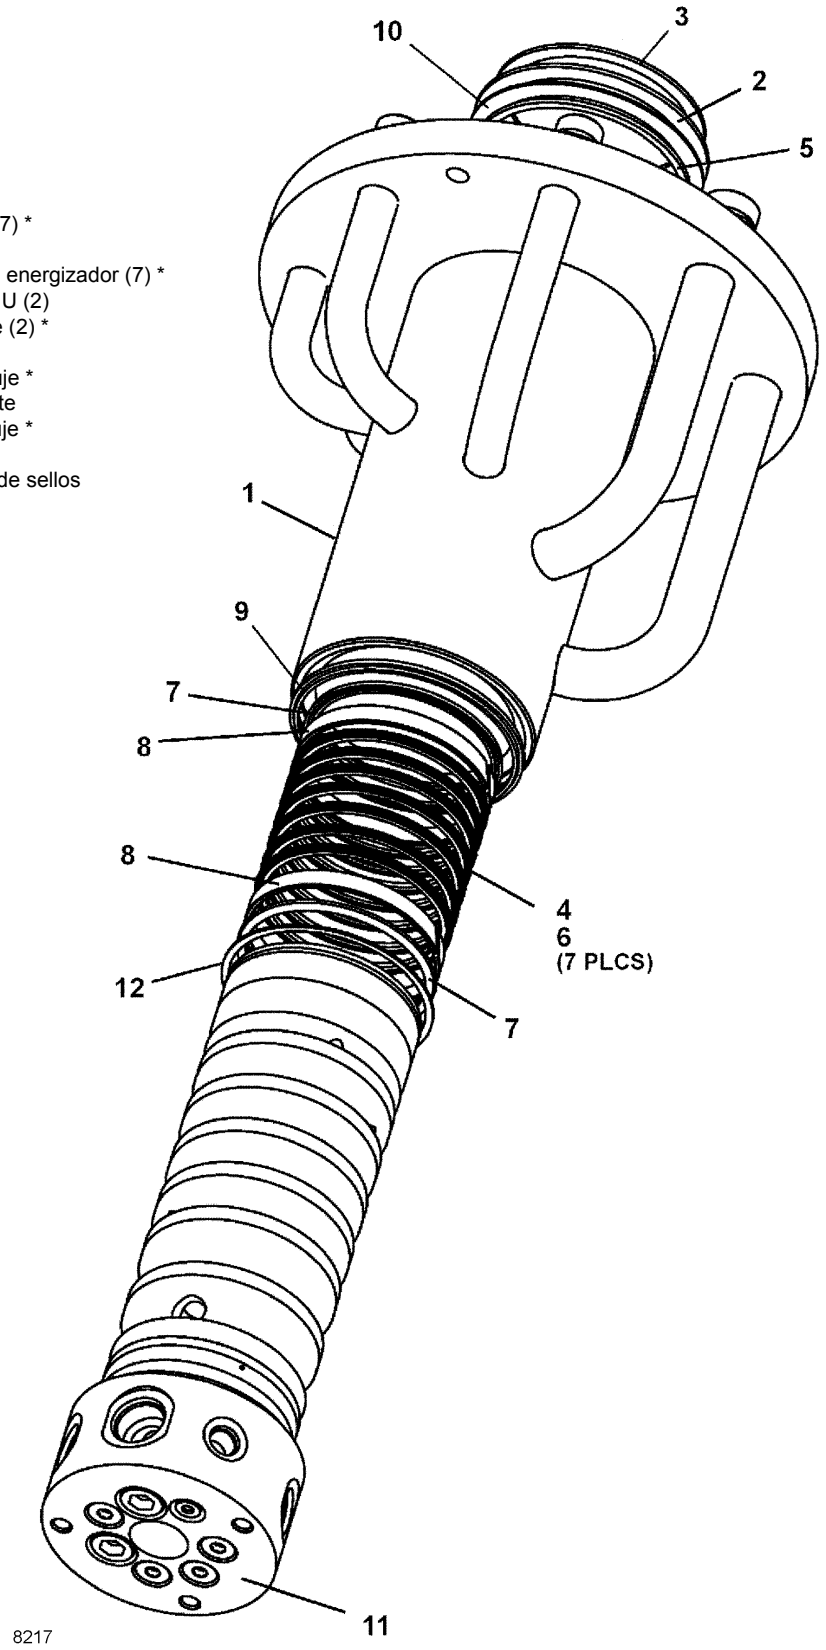

FIGURA 4-24
3. Llene el motor del malacate con fluido hidráulico limpio a través de la lumbrera de vaciado de la caja (Figura 4-24) hasta la parte inferior del tapón de llenado.
1. Retire el anillo retenedor (3) (Figura 4-24) y el anillo de arandela (2). Retire y deseche la arandela de empuje (10) y el anillo frotador (5).
2. Cuidadosamente tire del carrete del adaptador giratorio (11) para retirarlo de la caja del adaptador giratorio (1). Si el carrete giratorio no se puede retirar de la caja del adaptador giratorio, golpee la parte superior del eje del adaptador giratorio con un martillo blando.
3. Retire y deseche las arandelas de empuje (10 y 12) y todos los sellos y anillos de desgaste del carrete (11).
NOTA: El sello cuadrado de caucho duro (6) (Figura 4-24) debe calentarse antes de la instalación. Caliente el sello con una lámpara. No aplique lubricante a la cargadora antes de la instalación.
2. Desplace un sello (7) hacia abajo por cada ranura hasta que llegue a la última ranura. Luego deslice el sello hacia abajo en el carrete hasta que se asiente en la ranura del carrete.